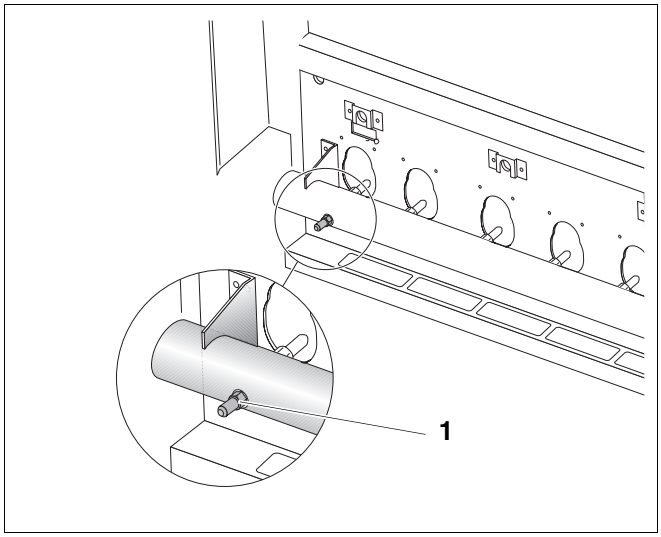

Afb. 30 Inspuiterdruk meten
- Draai de afsluitschroef van de meetnippel (afb. 30, **pos. 1**) aan de gasverdeelbuis twee slagen los en plaats de meetslang van de U-buis-manometer erop.